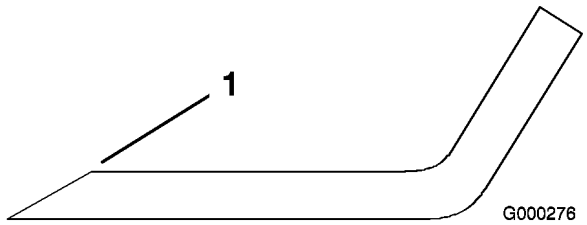

Figur 78
1. Anvend en fil til at slibe begge ender af skærekniven (Figur 78). Bevar den oprindelige vinkel. Skærekniven bevarer balancen, hvis der fjernes den samme mængde materiale på begge skærekanter.